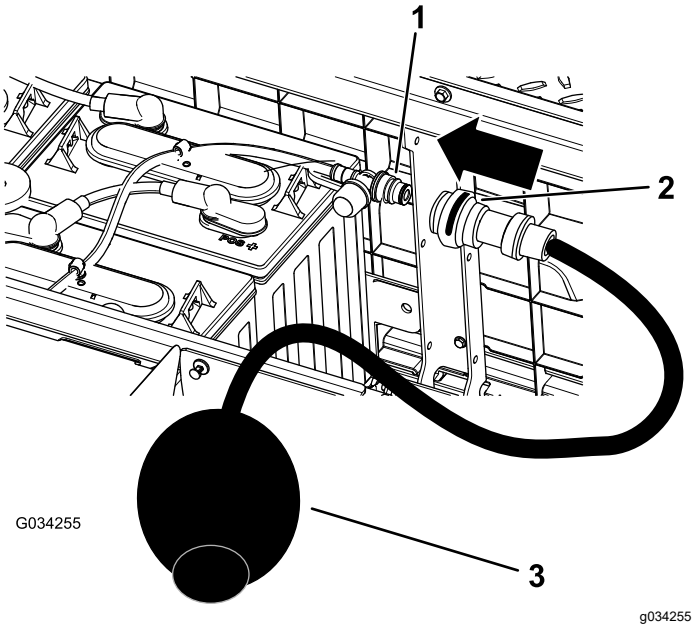

Figura 42
4. Conecte su bomba de agua manual Toro al orificio de llenado de agua (Figura 42).